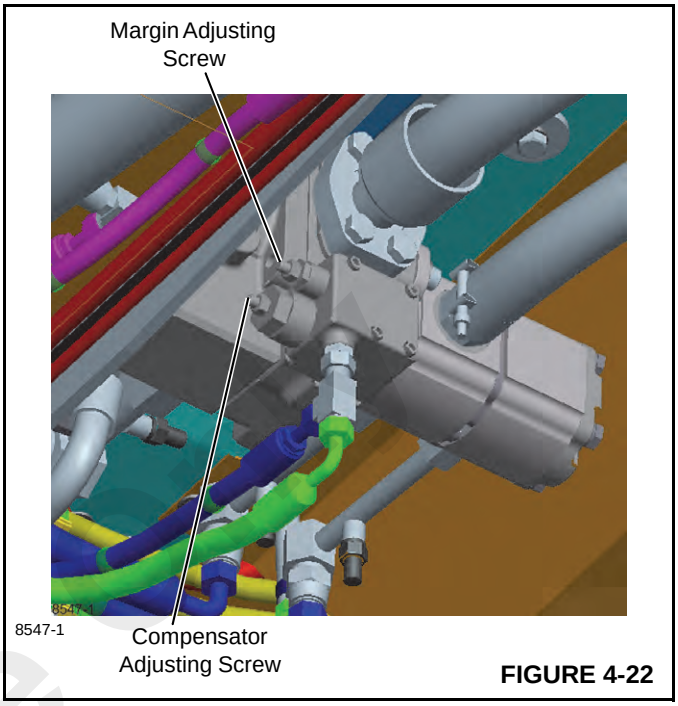

FIGURE 4-22
3. If pressure needs adjusted, loosen the jam nut on the margin adjustment screw, shown in Figure 4-22, and adjust the margin pressure setting by turning the margin adjusting screw until 2200 ± 172 kPa (325 ± 25 psi) pressure is showing on the gauge; clockwise increases pressure, counterclockwise reduces the pressure.